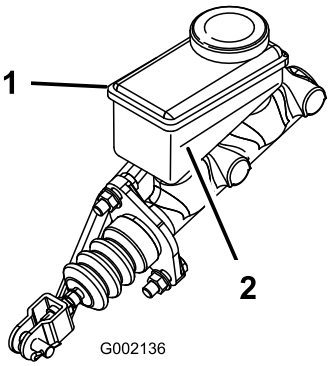

Figura 14
3. Mire el nivel de aceite en el lateral del depósito (Figura 14).
B. Añada líquido de frenos DOT 3 al depósito hasta que el nivel esté por encima de la línea Mínimo (Figura 14).
5. Instale el tapón de goma encima del salpicadero (Figura 14).